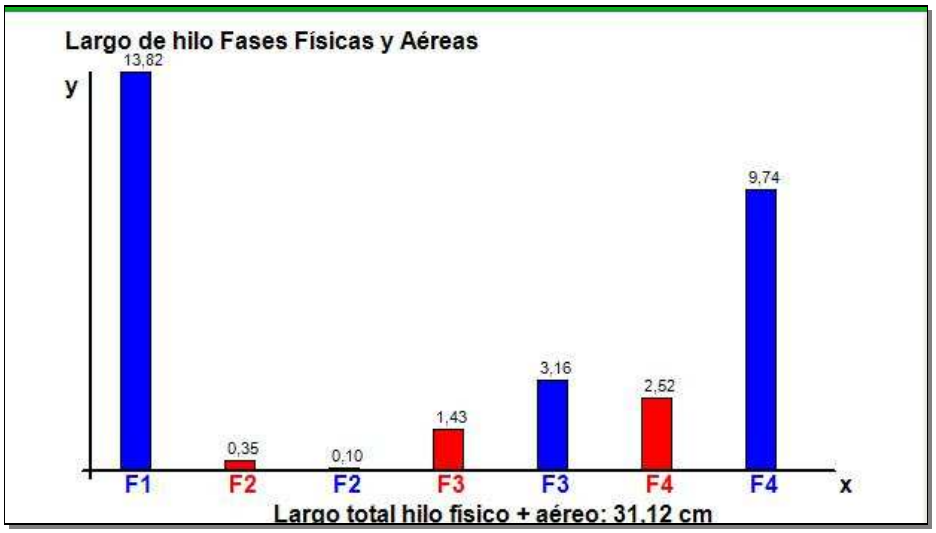

Figura 22: Gráfico de largo de hilo para fases físicas y aéreas.
B. HILOS POR FASE**:** Muestra el Largo del hilo gráfico por cada Fase (Figura 22). Se pueden seleccionar sólo las Físicas, sólo las Aéreas o ambas.